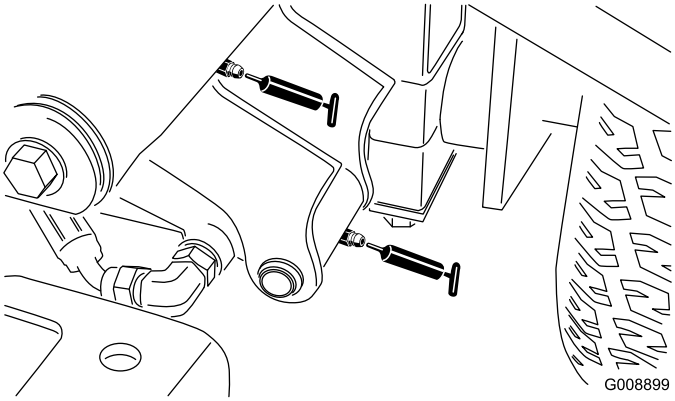

Rysunek 55
- Oś i siłownik przedniego lewego ramienia podnoszącego (2) (Rysunek 55)